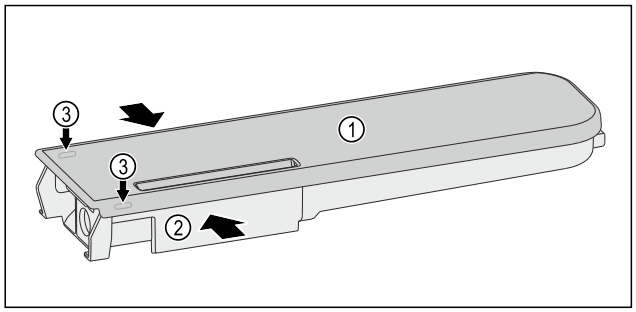

Fig. 136
▶ Presionar el depósito de agua *Fig. 136 (2)* y hacer palanca con cuidado en la tapa *Fig. 136 (1)* sobre los pestillos *Fig. 136 (3)* y tirar de ella hacia arriba.
▶ Mover suavemente la tapa *Fig. 136 (1)* hacia delante y hacia atrás y retirarla hacia arriba.